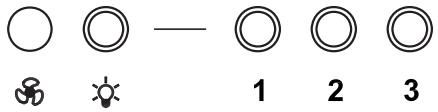

РИС. 10
7.2 Управление вытяжным зонтом производится кнопочным переключателем с лампой индикации (рис. 10).